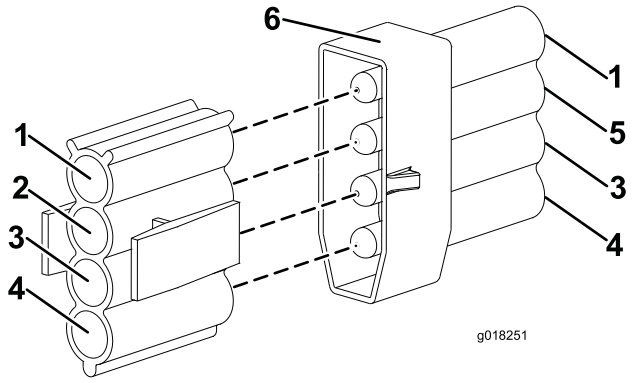

Figure 13
12. Connect the connector on the machine wiring loom with GREEN/WHITE wire to the identified L/H light assembly connector. (Figure 13).